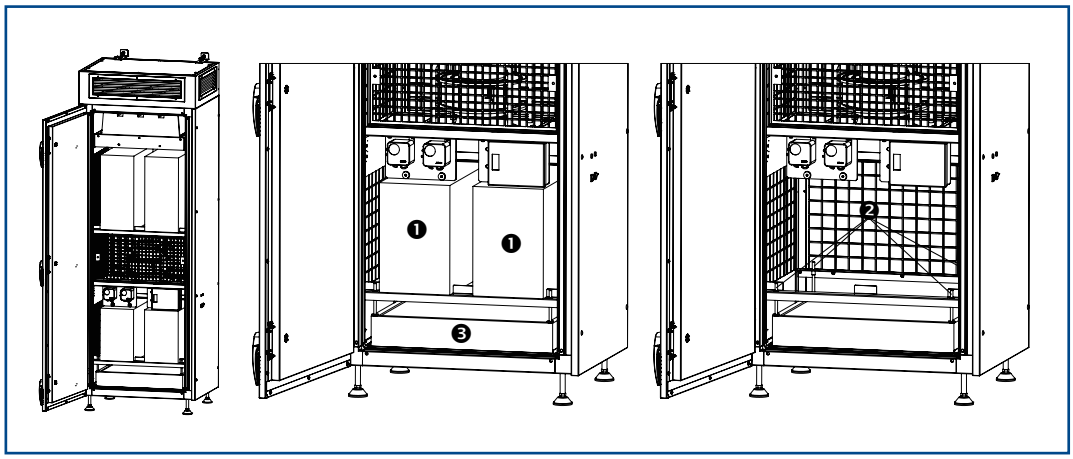

Fig. 4
- Tirer délicatement les 2 amortisseurs de bruit (pos. 1) vers l'avant (voir fig. 4)
- Dévisser les 4 vis de serrage des filtres (pos. 2) pour qu'elles montent d'environ 20 mm.
- Soulever et tirer délicatement le filtre (pos. 3) vers l'avant. Emballer soigneusement le filtre utilisé dans le sachet prévu à cet effet et le jeter avec les déchets ménagers
- Revisser uniformément les 4 vis de serrage (pos. 2) (max. 2 Nm)
- Insérer délicatement les deux amortisseurs de bruit (pos. 1) jusqu'à la paroi arrière et vérifier qu'ils sont bien placés.